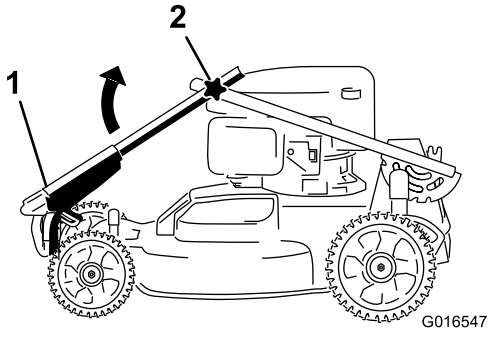
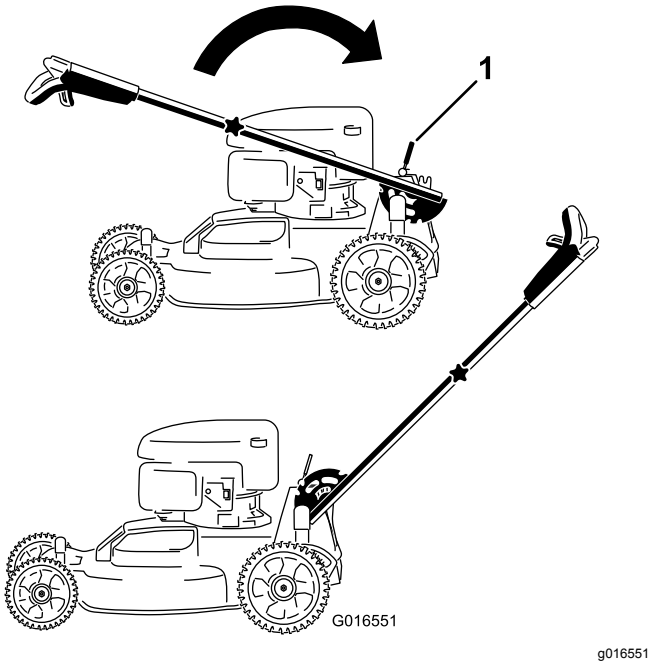

Figur 3
Figur 4
1. Sväng upp det övre handtaget så att det sätts ihop med det nedre handtaget (Figur 3), och dra åt båda rattarna på handtaget så att det övre handtaget låses på plats (Figur 4).
2. Lossa handtagslåsspaken (Figur 4).
3. Dra handtaget bakåt och lås det på plats (Figur 4).